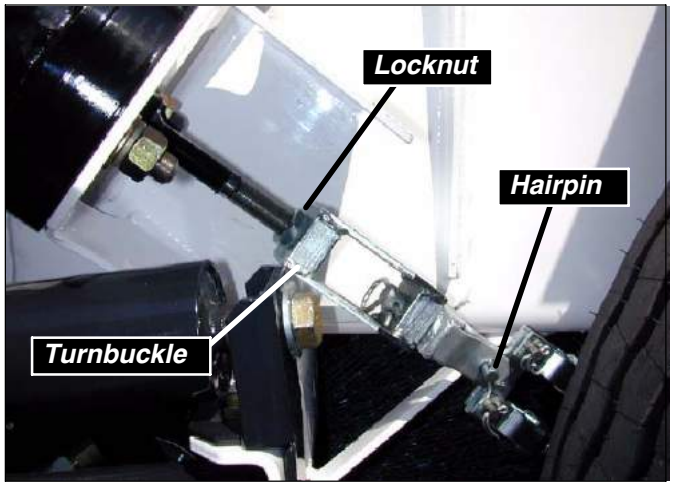

Fig 2.14 A
2. Remove parking brake hairpin *(Fig. 2.14 A)* from linkage screw. Engage parking brake by mechanically screwing parking brake turnbuckle clockwise *(relative to brake canister)* until spring is decompressed.